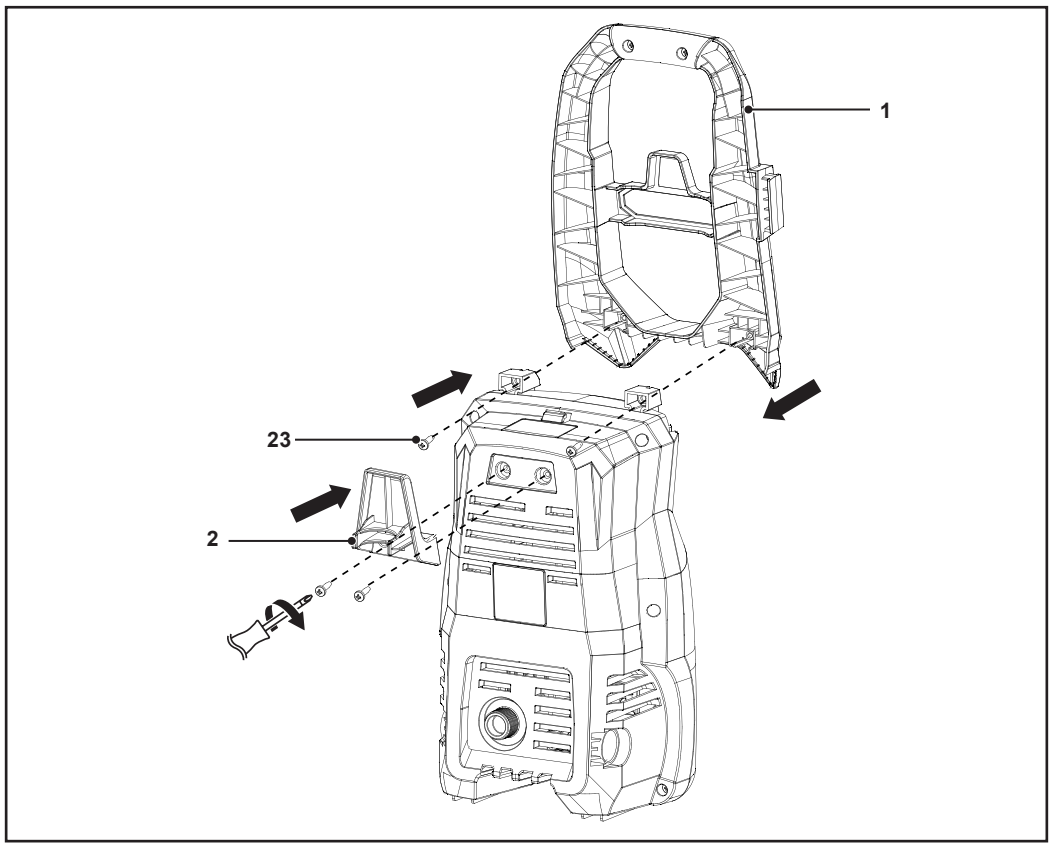

Fig. 1
1. Use 4 screws (23) to secure the handle (1) and the power cord hook (2) on the appliance (Fig. 1).